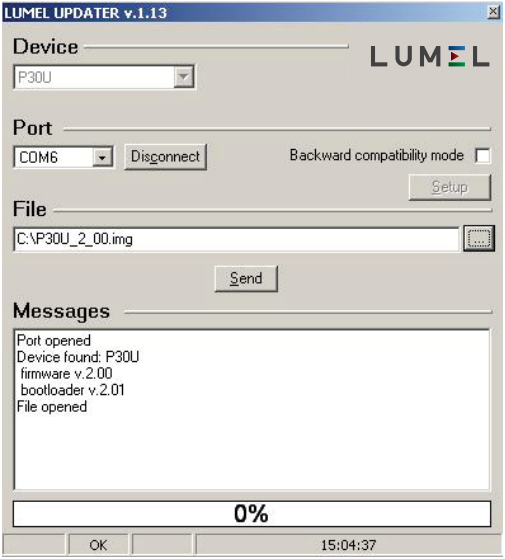

Fig.24. Screenshot of the software for updating transducer firmware.
After starting eCon software, set the rate, mode and transducer address, as well as the RS-485 interface port in **Communication** tab. Next, click **connect** icon and read all transducer parameters (required for restoring them later). Then, click **Update firmware** link which will call LUMEL UPDATER (LU) software dialog – fig. 24. Check transmission parameters using ***Setup*** button and press ***Connect*** button. Information about the update progress are displayed in Messages box. If the port is correctly opened, ***Port opened*** information is displayed. There are two methods of entering updating mode in the transducer: remotely via LU (based on eCon settings – address, mode, rate, COM port) or by powering the transducer on while holding down [↵] key – update using default communication parameters, i.e. rate 9600 kb/s, mode 8N2, or while holding down [◄] - key - update using recommended communication parameters, i.e. rate 115200 kb/s, mode 8N2. If all indicating LEDs are on and the display shows Connect UPDATER message, transducer is ready to connect with computer. If the transducer establishes communication with LUMEL UPDATER (LU) software, ***Device found: P30U*** message and the version of the main firmware and bootloader will be displayed, as well as the Device is ready message will be shown on the transducer display. Next, press "..." button and read the file with the new firmware version in LUMEL UPDATER. If the file opens properly, ***File opened*** information will be shown in the LU software window. Press Send button. During the update process, the indicating LEDs are switched on in a sequence, and the percent progress of update is shown on the lower line of the display. After a successful update, the transducer restarts to normal operation, whereas ***Done*** message and update duration are displayed in the information box (LU).